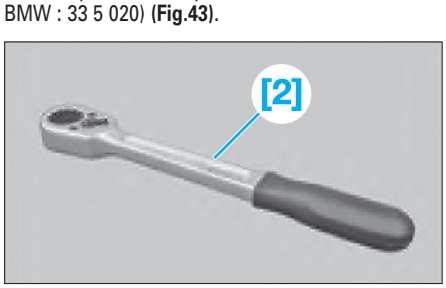

Fig. 43
- [2]. Cliquet avec six-pans creux ouverture 22 (réf BMW : 33 5 020) **(Fig.43)**.